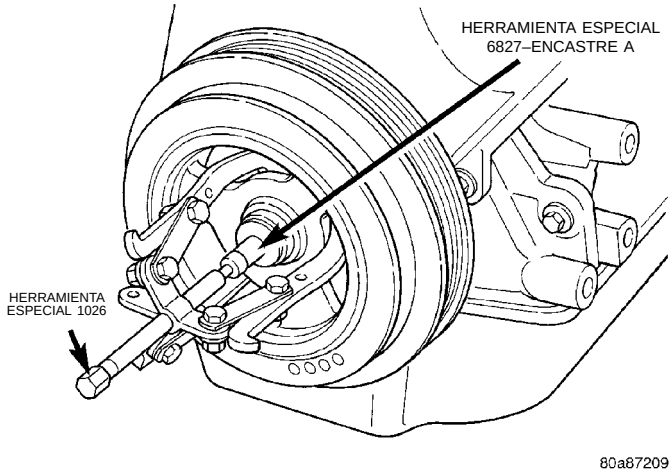
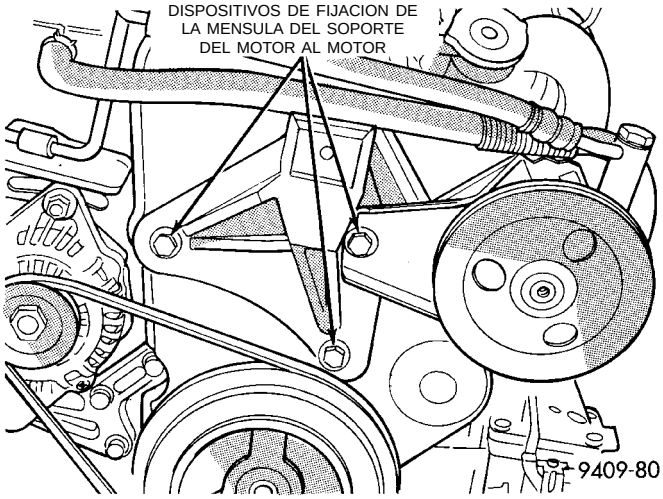

Fig. 44 Amortiguador del cigüeñal—Desmontaje
Fig. 45 Ménsula de soporte derecho del motor
(3) Retire el perno del amortiguador del cigüeñal. Retire el amortiguador utilizando el lateral grande de la Herramienta especial 1026 y el encastre 6827-A (Fig. 44).
(4) Baje el vehículo y coloque un gato debajo del motor.
(5) Retire el soporte derecho del motor. Consulte el procedimiento descrito en esta sección.
(6) Retire la ménsula del soporte derecho del motor (Fig. 45).